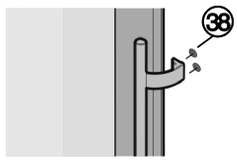

Fig. 35
▶ Take the handle out of the packaging of the ceiling protection and fit it to the inside of the door with 4 screws *Fig. 35 (38)*.